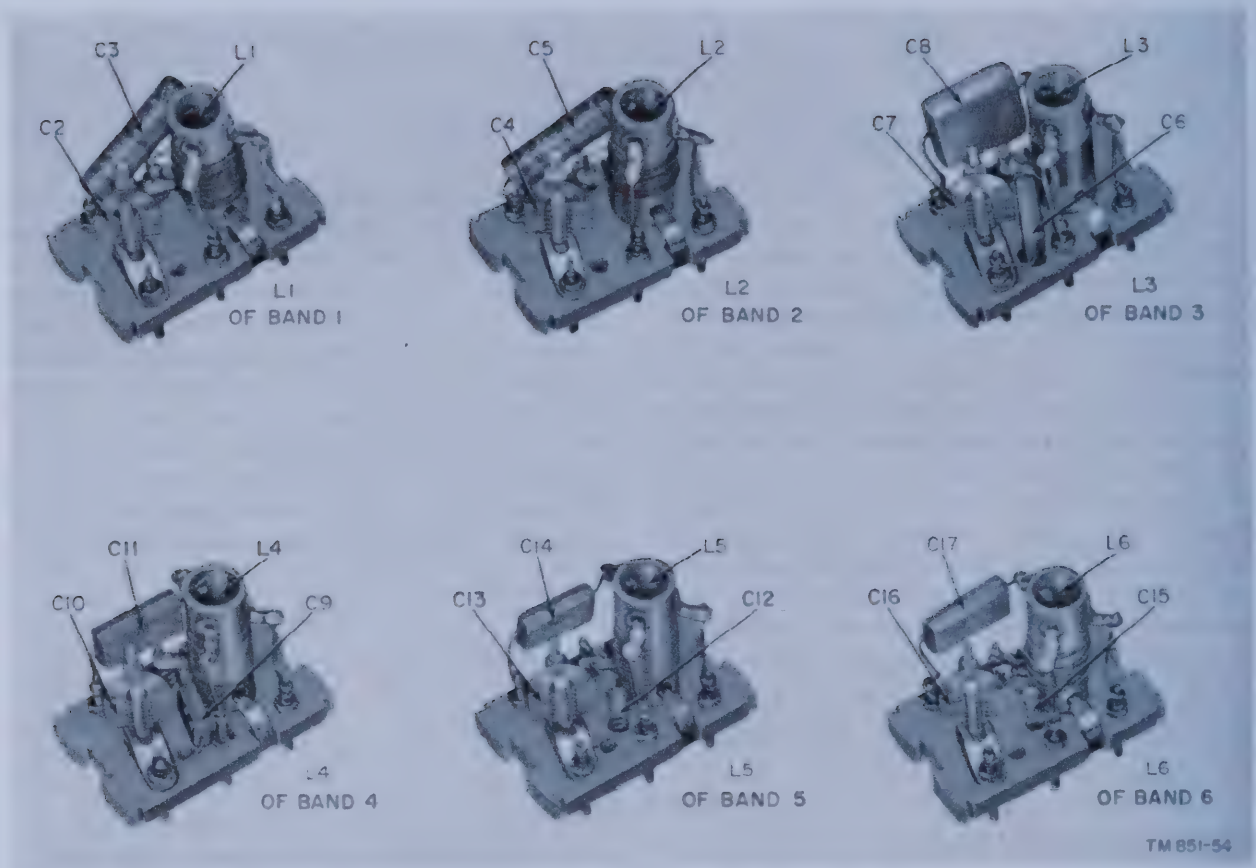

Figure 76. Radio receiver, all types, antenna r-f tuner subassemblies for bands 1 through 6.
a. R-F Tuner Subassemblies (figs. 76 through 78). To replace any part in any one of the four r-f tuner subassemblies used on a specific frequency band of the receiver, indent the turret assembly by the BAND CHANGE control so that the r-f tuner subassemblies for the specific band show fully in the opening provided by the removal of the tuning unit shield at the bottom of the receiver chassis. Remove the r-f tuner subassembly to be repaired by removing each of the two flat springs that hold it in place at either end of its isolantite base. To remove a flat spring grasp it at its inward full length edge with a pair of long-nosed or special pliers (fig. 19) and then press downward while pulling inward with a circular motion to remove it.